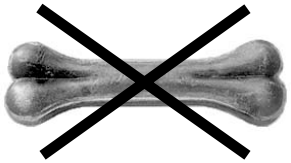

Abb. 18
- Diese Maschine ist zum Schneiden von nicht gefrorenen, knochenfreien Fleisch- und Wurstwaren entworfen worden(*Abb.18*).Jeder andere Gebrauch, einschließlich Gemüseschnitt, gilt als unzweckmäßig und ist gefährlich.